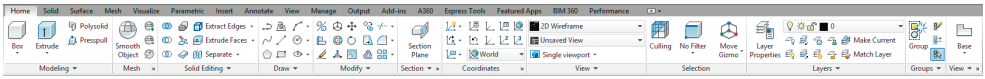

Рис. 2.9. Лента в рабочем пространстве для трехмерного моделирования
- **3D Modeling** – трехмерное моделирование (рис. 2.9).